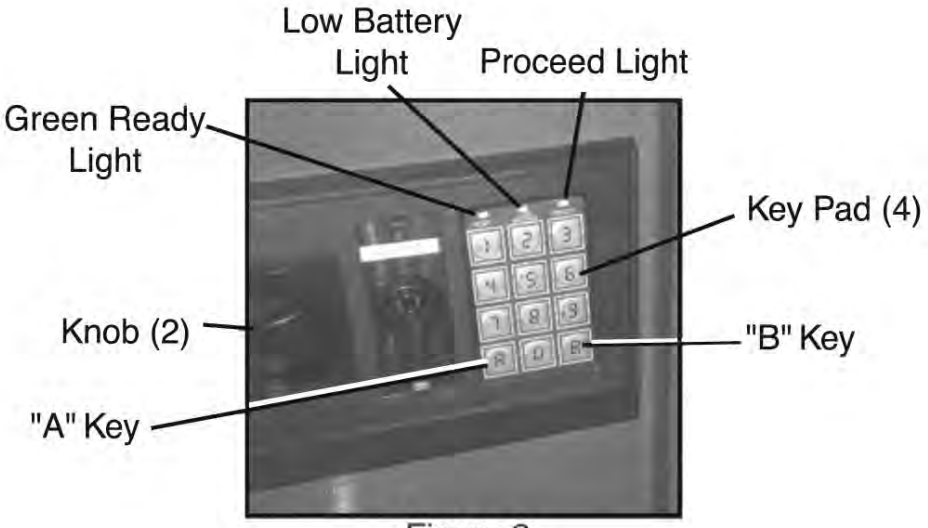

Figure 2
2. **Opening the Safe:** Input the numbers "159" on the electronic Key Pad (4), then press either the "A"or "B" Key. Once the Green light is on, turn the Knob (2) clockwise and then turn the Handle (11) clockwise and pull the Door open. If the Knob does not turn, the entry code will need to be re-entered. Note: You only have several seconds after inputting numbers to turn the Knob and Handle. If you delay, you will have to input the numbers again. ***Figure 2.***